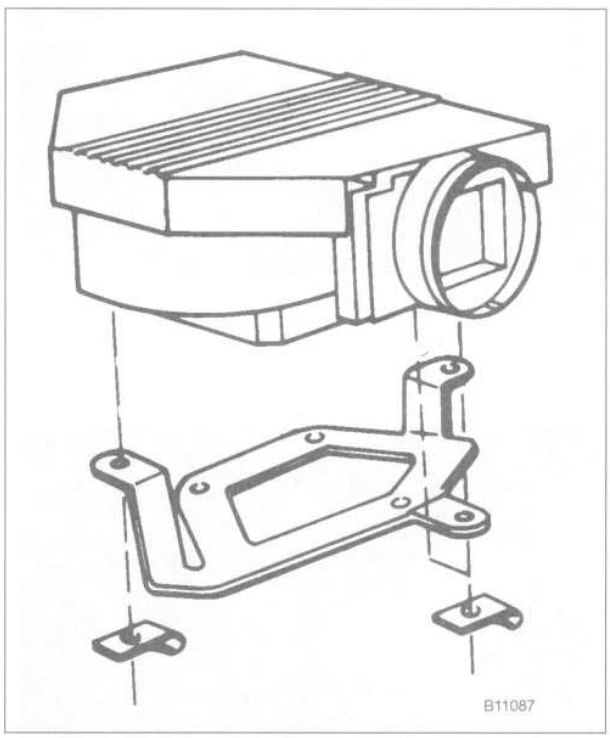

Fig. 35. Air flow sensor mounting clips (**arrows**).
10. Remove the air flow sensor by disconnecting the harness connector and removing the retaining clips from the underside of the air flow sensor. See Fig. 35.